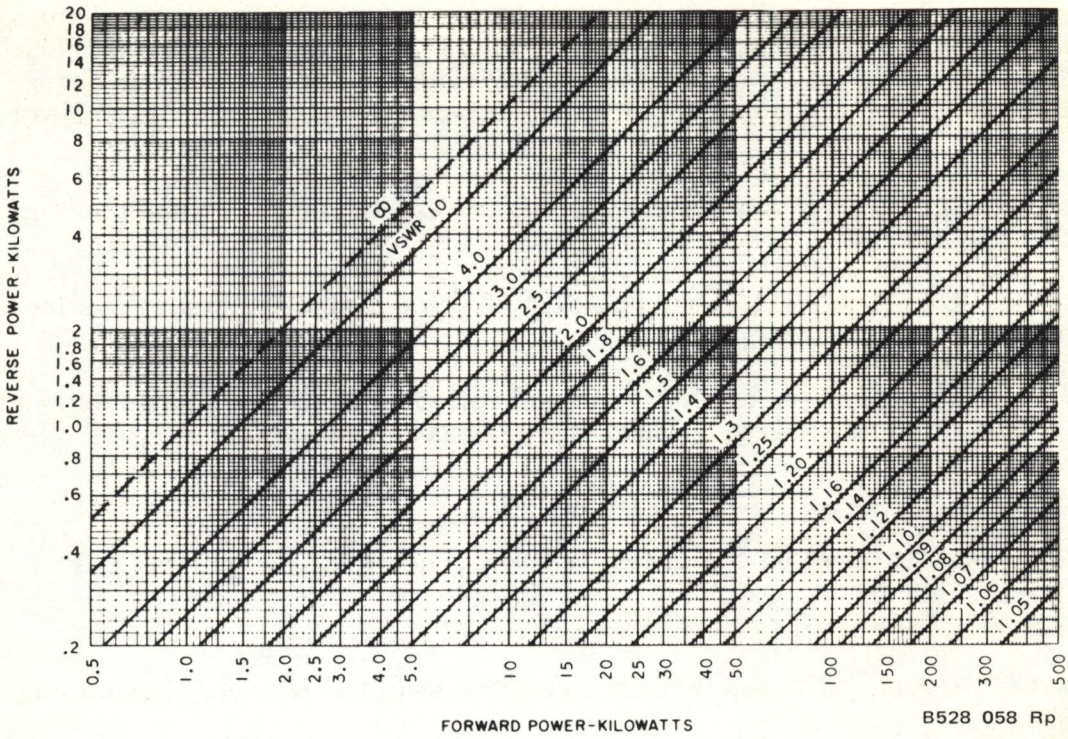

Figure 5-5. Power to V SWR Conversion Graph.
n. Refer to figure 5-5. Check the forward and reflected power levels and determine the vswr. If the vswr exceeds 2:1, check the antenna impedance.